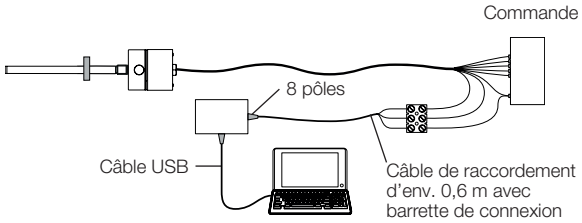

Fig. 6-1 : Raccordement du module de communication avec câble de raccordement
1) Couleur du brin recommandée en cas d'utilisation du module de communication USB (voir Fig. 6-1, page 17)